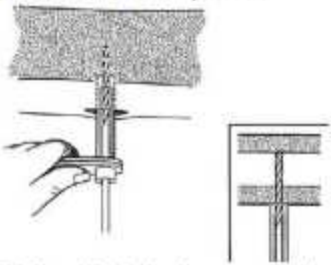

Figura 7: Perforación de la primer y segunda corteza.
6. Cuando la punta de la broca se coloca en el hueso, verifique que esté a 90º del eje largo del hueso antes de perforar la primera corteza. Perfore a través de la primera corteza hasta la segunda corteza (Figura 7). Se puede usar un taladro eléctrico a velocidades que no excedan las 500-600 rpm. No se deben usar velocidades de taladro excesivas para evitar el sobrecalentamiento del hueso, ya que esto puede provocar necrosis local y un mayor riesgo de osteólisis. Además del diseño del tornillo, el tiempo de perforación y la fuerza de perforación son factores importantes a tener en cuenta si se quiere evitar el daño térmico al hueso. Se ha demostrado que las temperaturas generadas dentro del hueso son inversamente proporcionales a la fuerza de perforación y directamente proporcionales al tiempo de contacto hueso-taladro. La fuerza aplicada al taladro debe ser firme y el tiempo durante el cual el taladro está en contacto con el hueso lo más corto posible.